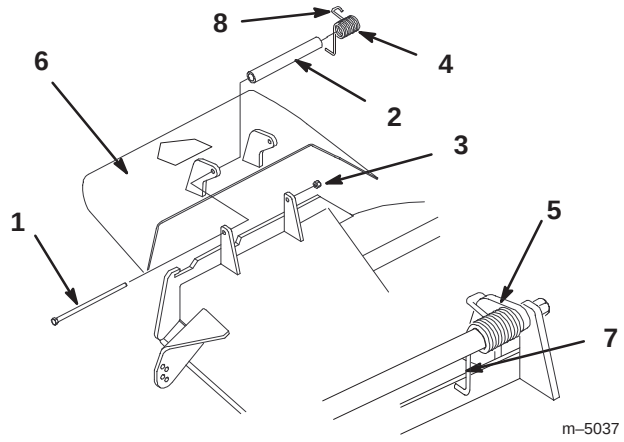

Figure 71
1. Retirez le contre-écrou, le boulon, le ressort et l'entretoise qui fixent le déflecteur aux supports de pivot (Fig. 71). Enlevez le déflecteur s'il est endommagé ou usé.
Note: Prenez soin de placer l'extrémité en **L** du ressort derrière le bord du plateau avant de mettre le boulon en place, comme indiqué à la Figure 71.
3. Remettez le boulon et l'écrou. Accrochez l'extrémité crochue en **J** du ressort au déflecteur d'herbe (Fig. 71).